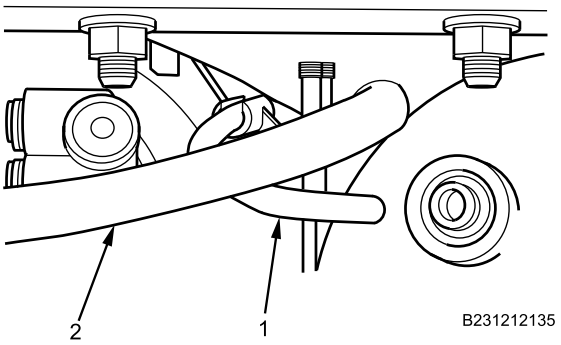

Figure 13. Route Two Air Lines.
1. Route two ORANGE air lines (Figure 13, Item 1 and 2) between both air tanks prior to raising secondary air tank.